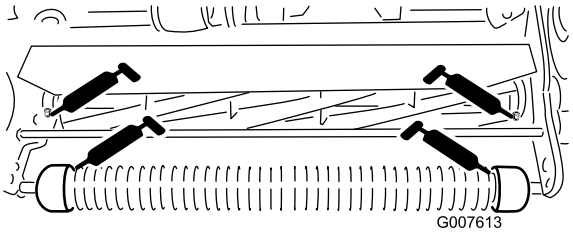

**Figur 21**
- to på den fremre valsen (Figur 21)
- to på spolelagrene (Figur 21)